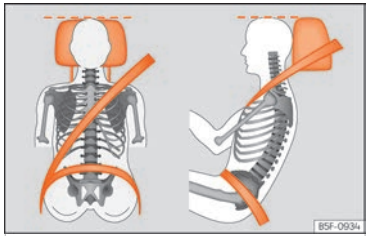

Fig. 15 Correct belt web and headrest positions
- Adjust the head restraint so that its upper edge is, as far as possible, at the same level as the top of your head, as close to eye level as possible ››› page 95. Keep the back of your neck as close as possible to the headrest ››› Fig. 15.
- Adjust the seat lengthwise so that you can press the pedals fully down with your knees slightly bent and there is a distance between the knee area and the instrument cluster of at least 10 cm (4 inches) ››› Fig. 15.